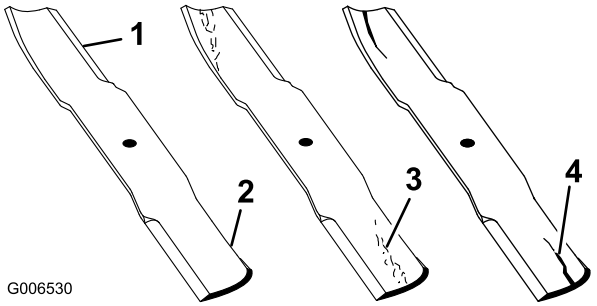

**Figuur 90**
1. Controleer de snijranden (Figuur 90). Als de snijranden niet scherp zijn of inkepingen vertonen, moet u de messen verwijderen en deze slijpen. Zie Maaimessen slijpen.
2. Controleer de messen, met name het gebogen deel (Figuur 90). Als u beschadiging, slijtage of groefvorming in dit deel constateert (Figuur 90), moet u het mes direct vervangen.